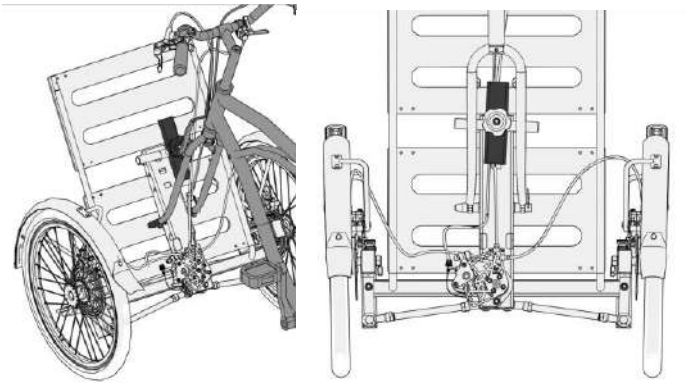

Abbildung 36 - Positionierung der Gabel und des Flansches am AddBike+
- Positionieren Sie den hinteren Montageflansch des AddBike+ vertikal (siehe Abbildung 36)
- Drehen Sie den hinteren Flansch des AddBike+ vertikal (siehe Abbildung 36);